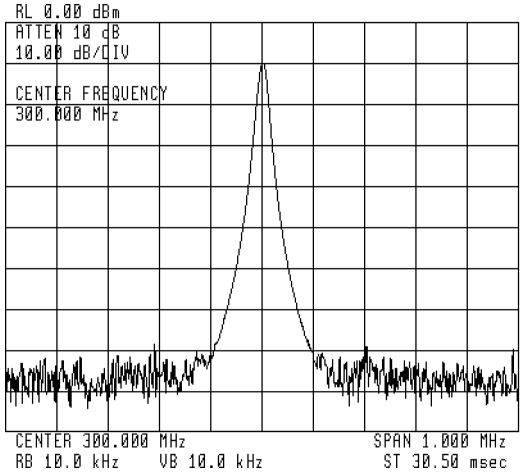

Figure 1-4. Displayed Measurement Results
8. If your display resembles Figure 1-4, skip to step 7.